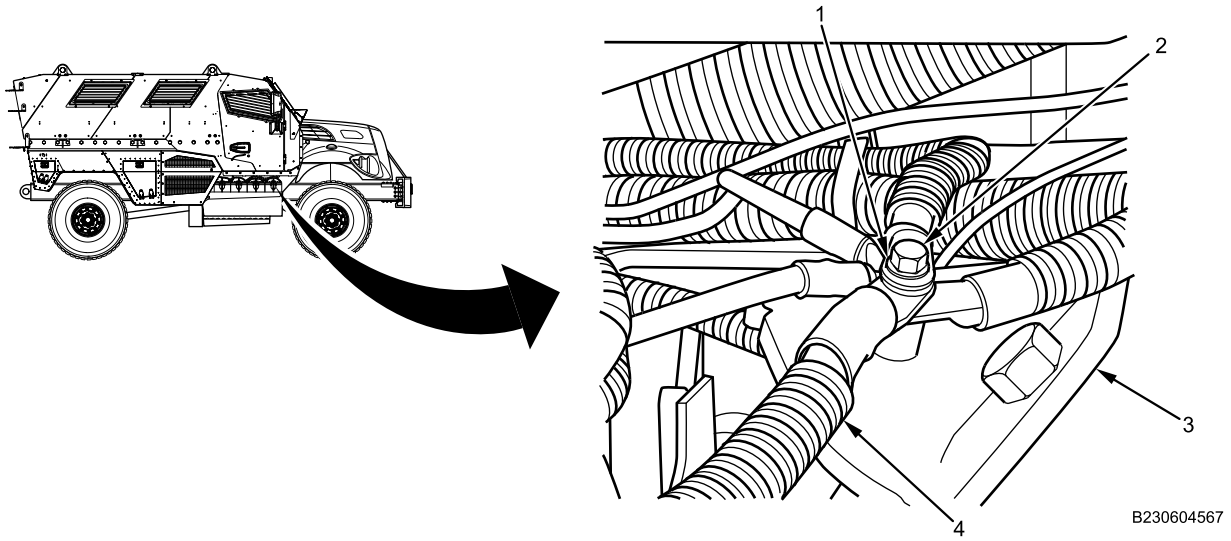

Figure 1. Battery Body Ground Cable Removal.
1. Remove bolt (Figure 1, Item 2) and flat washer (Figure 1, Item 1) from inner wheel deflector bracket (Figure 1, Item 3).
2. Remove battery cable (Figure 1, Item 4) from vehicle.